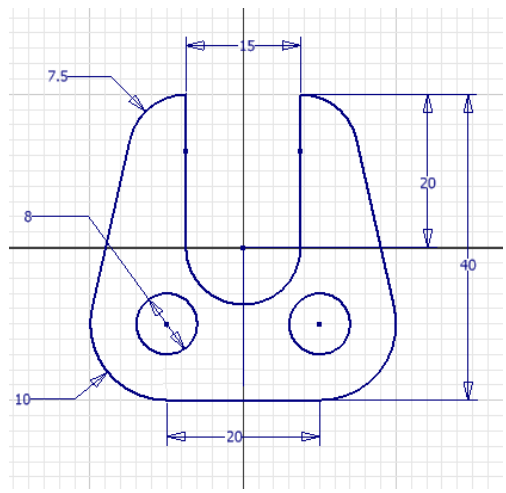

Figure 3-62 *The final dimensioned sketch for Tutorial 3*
c. Draw inner circles and add constraints and dimensions to them, refer to Figure 3-62.
Notice that because of the **Equal** constraint, the size of the right circle is automatically modified to match the dimension of the left circle. The final sketch for Tutorial 3 after drawing and dimensioning circles is shown in Figure 3-62.